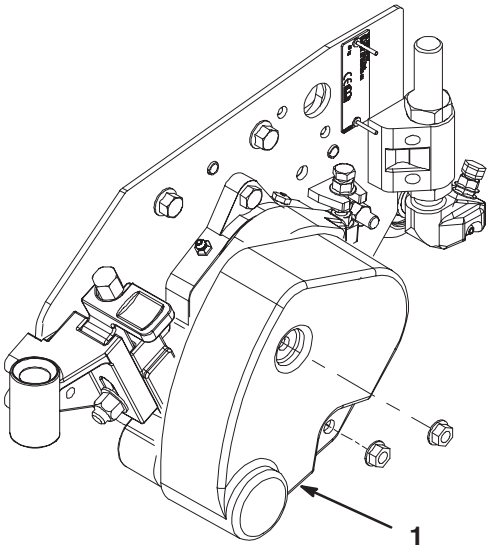

Figure 14
26. Insert the cover onto the tap bolts and secure with (2) 5/16–18 flange nuts (Fig. 14). Torque the nuts to 90 to 120 in–lbs.